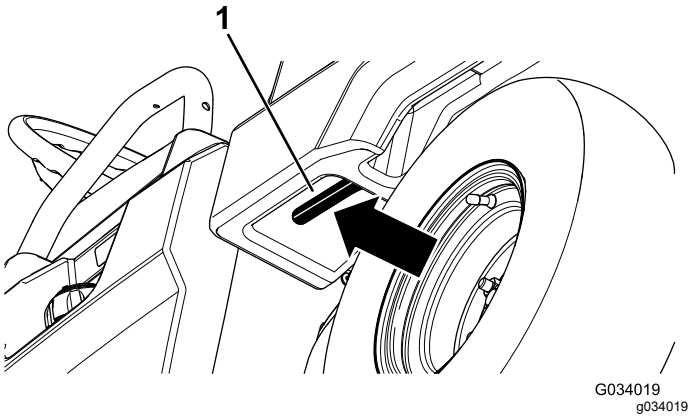

Figuur 16
1. Trek de hendel aan de linkerkant in de laadbak naar u toe en breng de laadbak omhoog (Figuur 16).
1. Til de laadbak licht omhoog door de grendelhandgreep omhoog te brengen (Figuur 16).